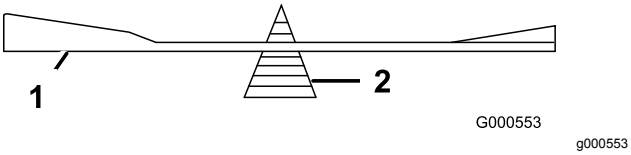

Figuur 79
2. Controleer de balans van het mes met een mesbalans (Figuur 79).